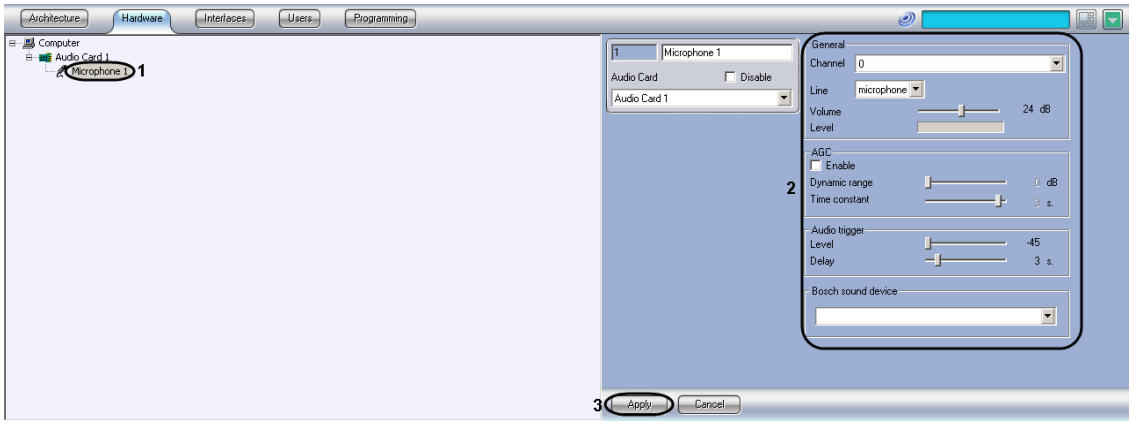

Figure 7.3-11 Object editing steps
a. select a system object the parameters of which are to be modified (Figure 7.3-11, 1);
b. modify the object parameters using the tools panel of the object (Figure 7.3-11, 2);
c. click the “Apply” button to save all changes (Figure 7.3-11, 3).